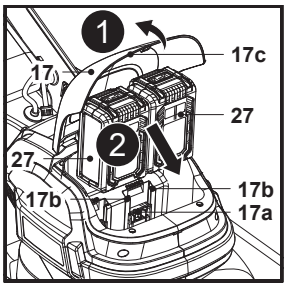

Fig. 7
1. Lift the magnetic lid (17c) and open the battery compartment cover (17) (Fig. 7, step 1).
2. Align the battery pack (27) with the two sliding slots (17b) and slide the battery pack (27) in to attach it (Fig. 7, step 2).
3. Make sure that the electrical contacts (17a) are fully inserted into the battery pack (27) and that it snaps in place with a click.
4. The battery pack (27) can only be installed in one direction.
5. Repeat the above steps to attach another battery pack (27).
6. Carefully close the battery compartment cover (17).